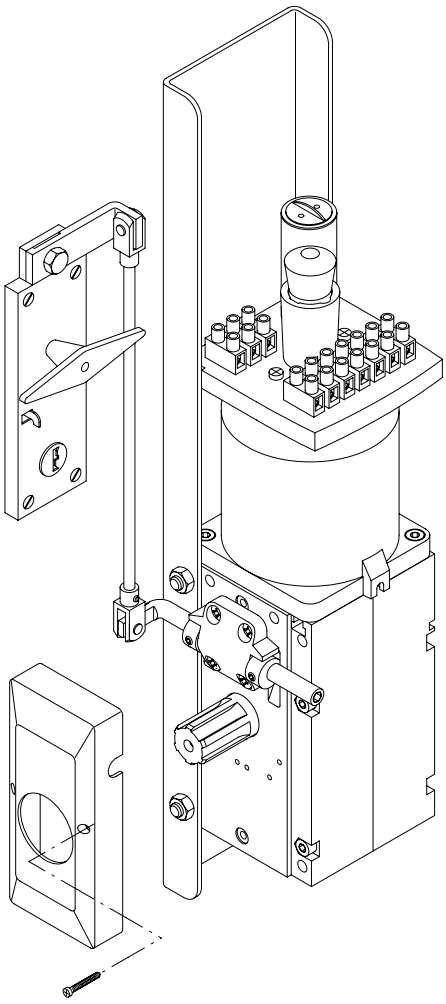

Fig.12
7.2 Sblocco interno - esterno a maniglia con chiave personalizzata (fig. 12).
7.2 Handle internal - external release with personalized key (fig. 12).
7.2 Déblocage interne - extérieur à manivelle et clé personnalisée (fig. 12)